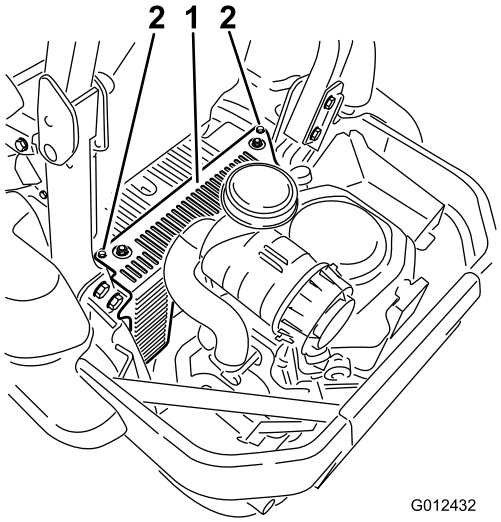

Figur 54
3. Ta bort de två skruvarna till hydraulenhetens hölje (Figur 54). Du kan nu komma åt det främre tändstiftet.
5. Montera hydraulenhetens hölje på vänster sida (Figur 54).